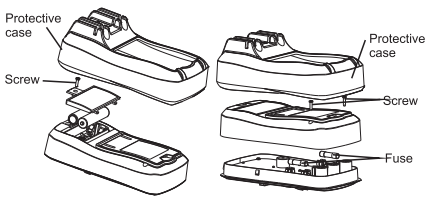

Figure 7a Figure 7b
2. Replacements (see Figure 7a, Figure 7b)